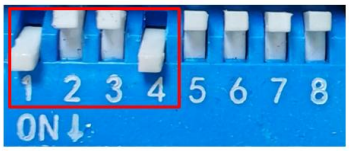

图 6.18 外部航模 PWM 闭环拨码开关设置
- 将拨码开关设置为 SW4=ON（选择闭环运行模式），SW1=ON，SW2= OFF，SW3= OFF（选择外部航模 PWM 控制方式），如图 6.18。